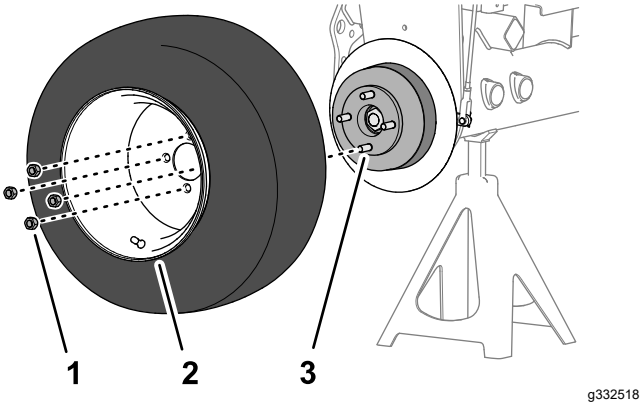

**Figur 64**
1. Fjern de 4 hjullåsemøtrikker, der fastgør det forreste hjul til navet, og afmonter hjulet (Figur 64).